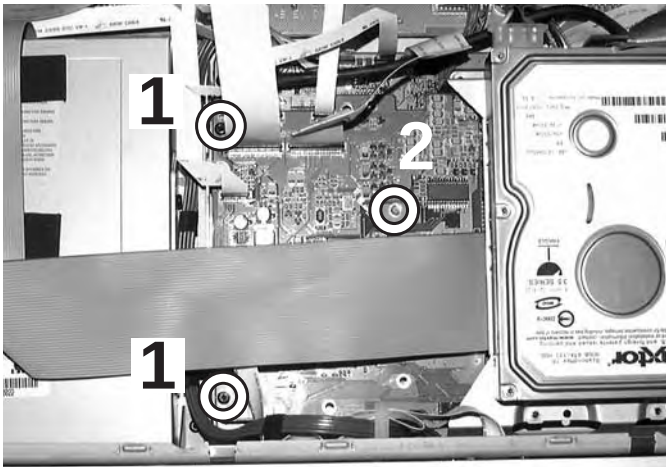

Figure 4-9
- Remove the two screws (1), see figure 4-9
- Release the snap hook (2)